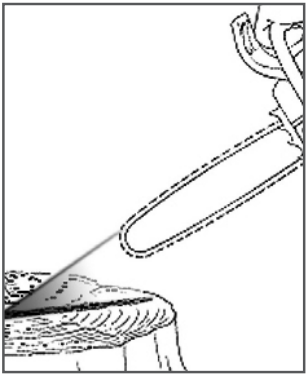

Рис. 10 Проверка смазки шины и цепи
2. Нажмите на рычаг включения и дайте электропиле поработать примерно 10-15 секунд. Под шиной должен остаться четкий след от масла (Рис. 10).